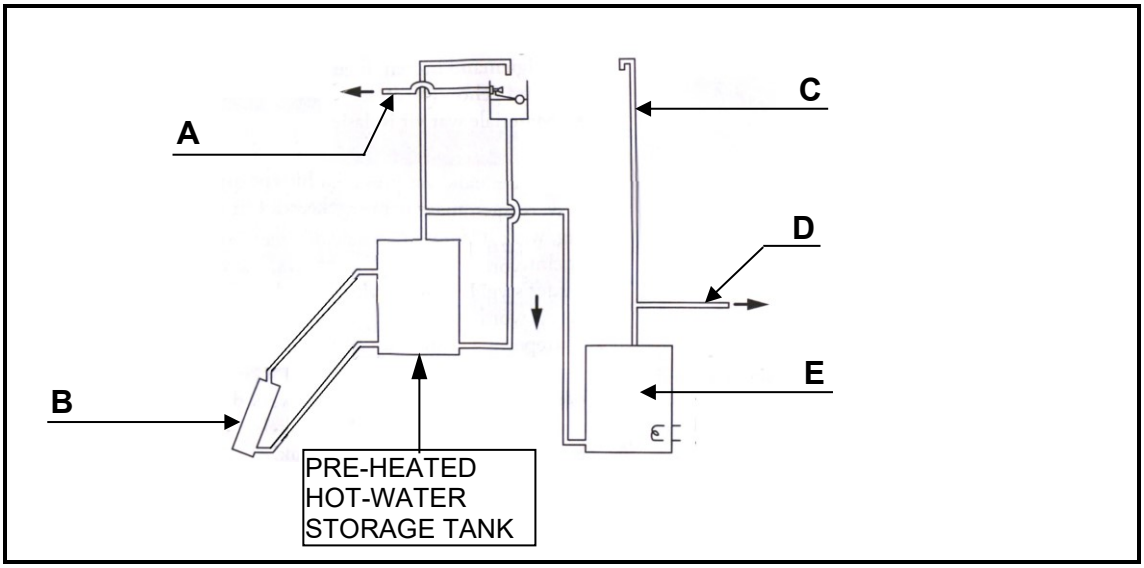

FIGURE 4.8
4.8 FIGURE 4.8 shows a solar water geyser with a pre-heating hot water storage tank. Answer the following questions with regard to the system.